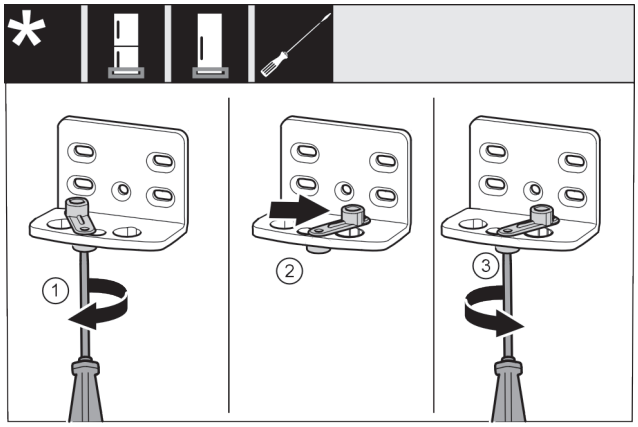

Fig. 16
▶ Vijake *Fig. 16 (1)* rahlo privijte z izvijačem.
▶ Privzdignite pripomoček za zapiranje vrat *Fig. 16 (2)* in ga v luknji zavrtite za 90° v desno.
▶ Zategnite vijak *Fig. 16 (3)* z izvijačem.